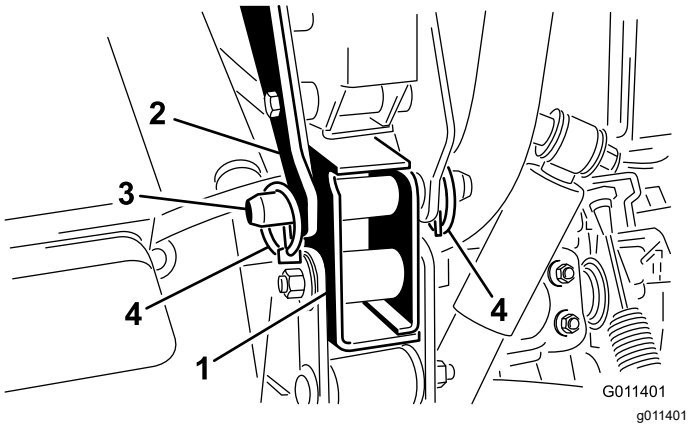

Figuur 9
7. Bevestig de achterste montagebeugels aan het frame van het Workman voertuig met een gaffelpen en 2 borgpennen (Figuur 9).